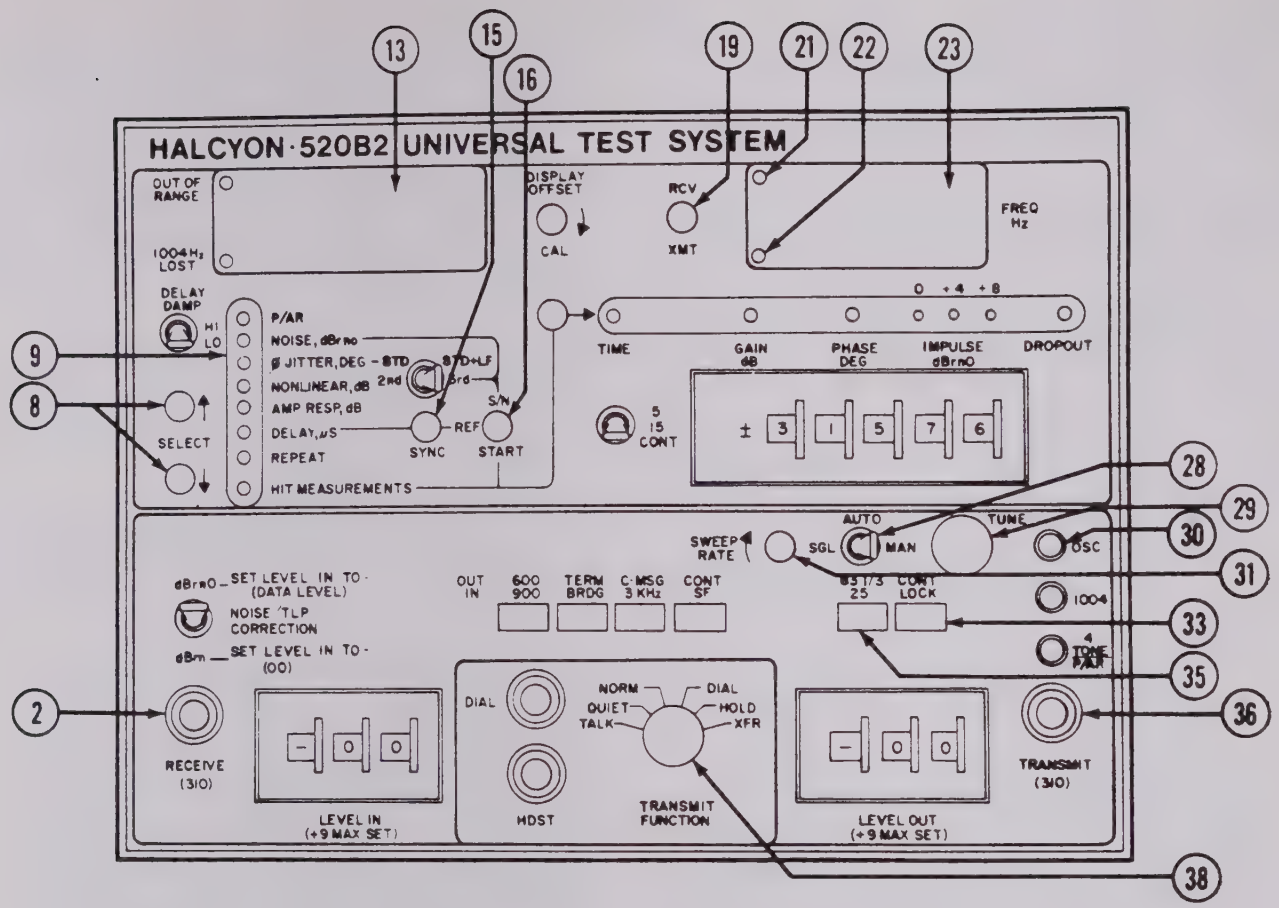

Figure 3-26. Oscilloscope Delay Distortion Measurement Controls
(4) Near-End to Far-End Measurements, Two-Wire Circuit with Auxiliary Return Circuit (Far End in Repeat Mode). (See figure 3-26.) This procedure is identical to the equivalent 4-wire circuit test described in paragraph 3-6d(2) except for interface connections. The circuit under test is connected to TRANSMIT jack (36) and the auxiliary circuit is connected to RECEIVE jack (2). At the far-end repeat unit, the transmit output should be connected to the return auxiliary circuit and the 2-wire circuit under test should be connected to the repeat unit's RECEIVE jack (2).
(5) Far-End to Near-End Measurements, Two-Wire Circuit with Auxiliary Forward Circuit (Far End in Repeat Mode). (See figure 3-26.) This test is identical to the equivalent 4-wire circuit test described in paragraph 3-6d(3) except for interface connections. The circuit under test is connected to RECEIVE jack (2) and the auxiliary circuit is connected to TRANSMIT jack (36). At the far-end repeat unit, the 2-wire circuit under test should be connected
(6) End-to-End Two-Wire Measurements (Without Return/Forward Reference). (See figure 3-26.) The following paragraphs include details for synchronizing the modulation reference oscillators of both the near-end and the far-end 520B2 test sets when performing end-to-end delay distortion measurements on a 2-wire circuit without a separate reference circuit. If an auxiliary duplex 2-wire circuit is available, the forward/return reference mode should be used as better accuracies may be achieved using a locked reference. Since it is assumed that the only circuit available for this test is the circuit to be measured, it is necessary that the operators coordinate test and setup procedures verbally over the 2-wire circuit before proceeding with the actual tests.
(7) Near-End to Far-End Synchronizing Procedure. (See figure 3-26.) The near-end to far-end test is a transmit-only test and does not require a scope display. Measurement and display are performed by the far-end unit. The following procedure is intended to insure only that the near-end 520B2
(8) Far-End to Near-End Synchronizing and Measurement Display Procedure: (See figure 3-26.)